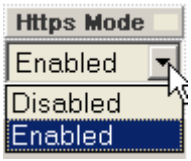

Figure 25 Https Mode Dropdown List
9. To change the **Https Mode** parameter, click on the dropdown list. The following options are displayed (Figure 25):